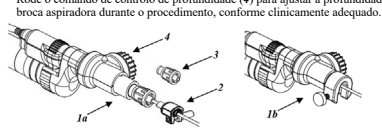

Figura 1
1. Se utilizar uma broca aspiradora de canal de trabalho (***Figura 1***), foi adicionado um mecanismo de controlo da profundidade com luer (***1a***) ou um acessório MINOP exclusivo (***1b***) para o estabelecimento de interfaces com os endoscópios.